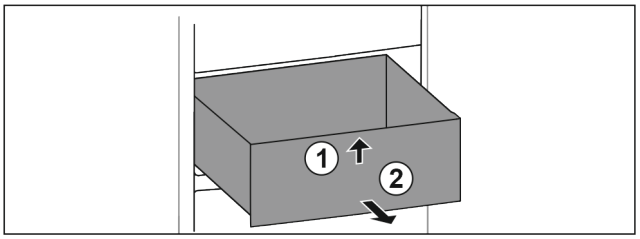

*Fig. 126*
▶ Lift up drawer at the front. *Fig. 126 (1)*
▶ Remove drawer to the front. *Fig. 126 (2)*